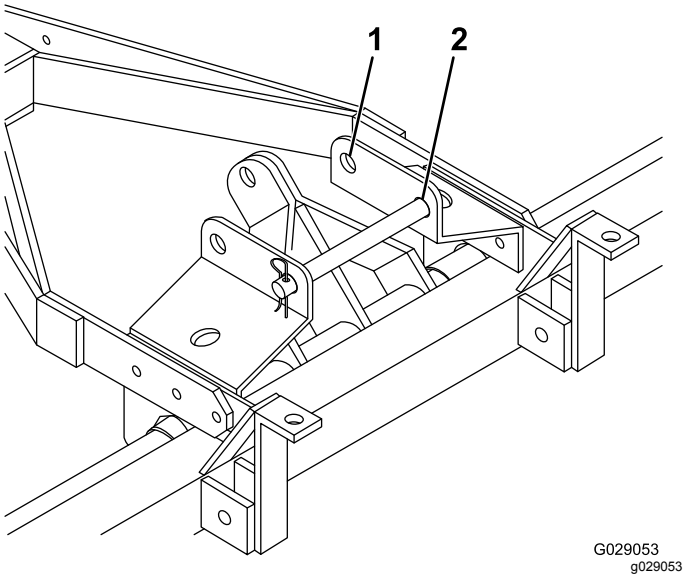

**Figur 10**
1. Flytt låsestiften til den bakre posisjonen (luftestilling) (Figur 10).
6. Når du transporterer en modell 44856, sett låsepinnen i det fremre hullet (Figur 10).